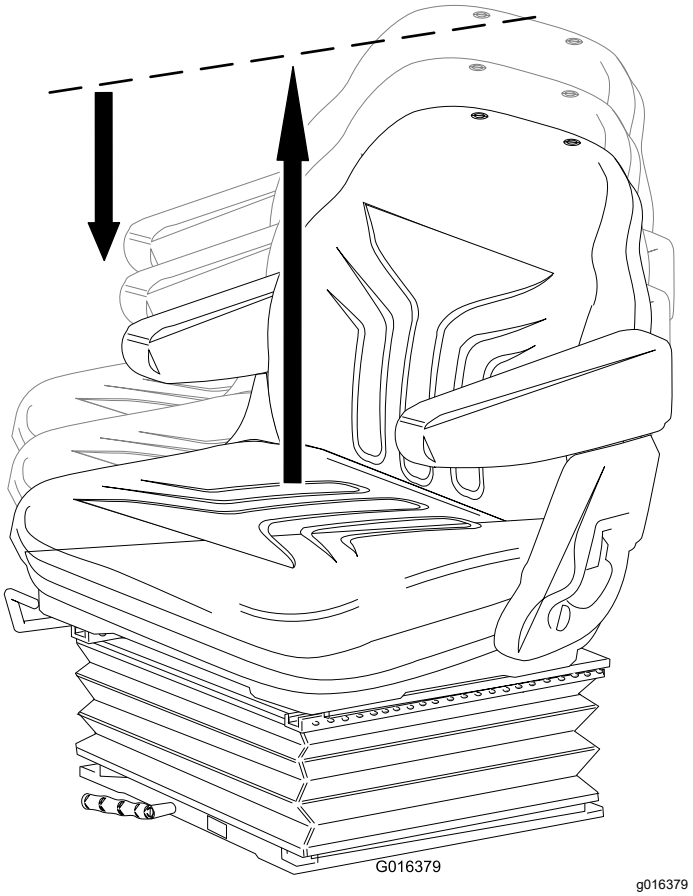

Рисунок 24
- Поднимите сиденье вручную, чтобы регулировать его высоту приращениями (Рисунок 24).